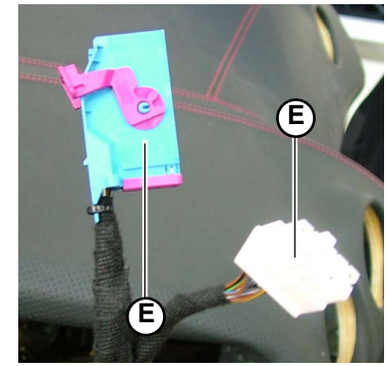
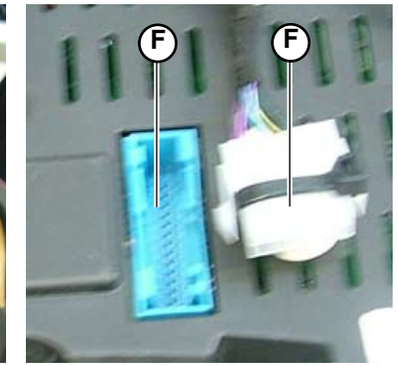

Fig.10
Fig.11
4. Disconnect the 2 connections (**E-Fig.10**) from the 2 connectors (**F-Fig.11**) on the rear of the dashboard cover.